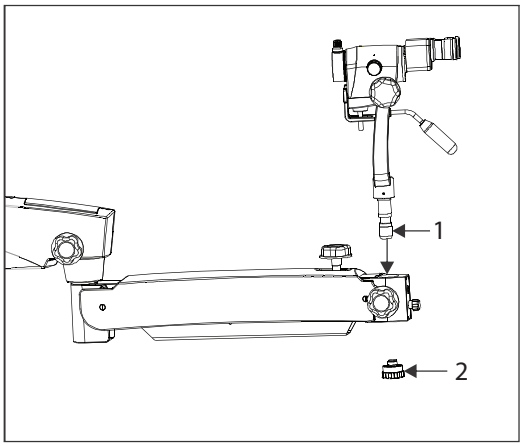

Fig. 4
7.4 Récupérez l'ensemble du coupleur incliné de l'emballage et suivez les instructions ci-dessous (voir la figure 4).
• Installez le coupleur sur le bras de suspension en faisant glisser l'arbre de guidage (1) dans le bras de suspension.
• Verrouillez le coupleur incliné avec le bouchon fileté (2).